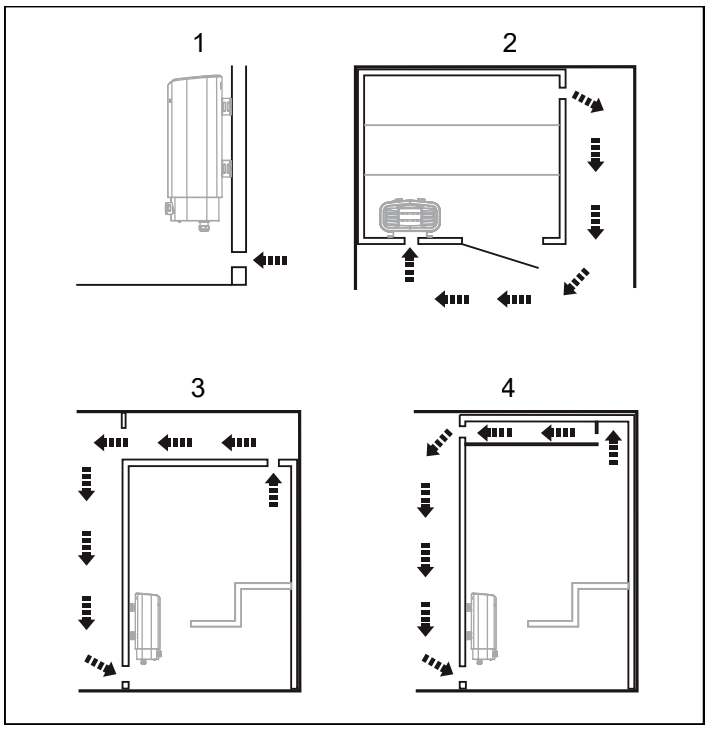

Figure 4 : Positionnement des bouches d'arrivée et de sortie d'air
- Positionnez l'entrée d'air (voir la section Positionnement de l'entrée d'air, Figure 4).
- Positionnez la sortie d'air (voir la section Positionnement de la sortie d'air, Figure 4).
- le plus loin possible de l'entrée d'air, par exemple en diagonale (voir Figure 4).
- en hauteur sur la cloison, ou au plafond (voir Figure 4).